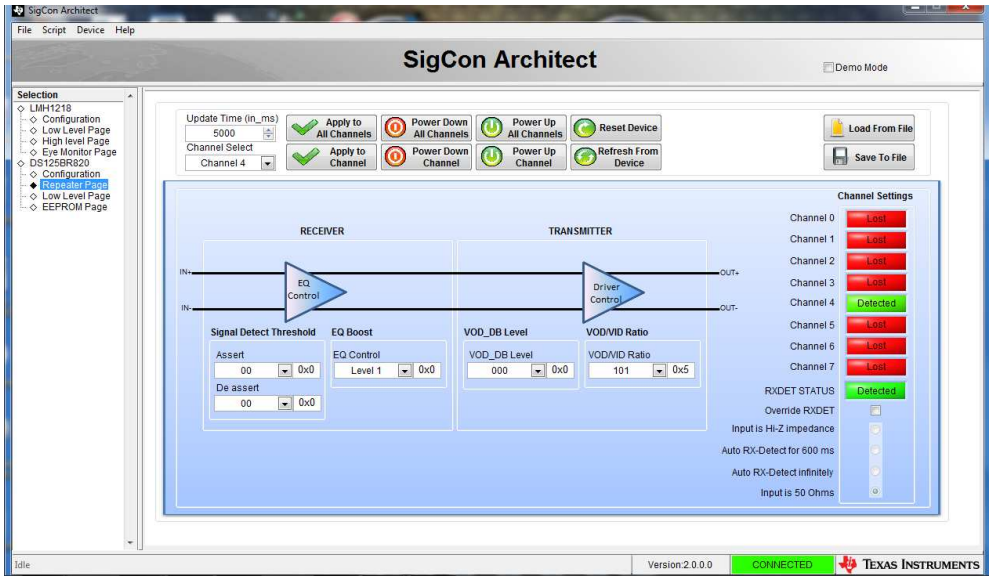

Figure 6. SigCon Architect DS125BR820 Profile Repeater Page.
6. Once connection is successfully established, users can read and write various settings to the device in real-time, as shown in the High Level Repeater Page in Figure 6.